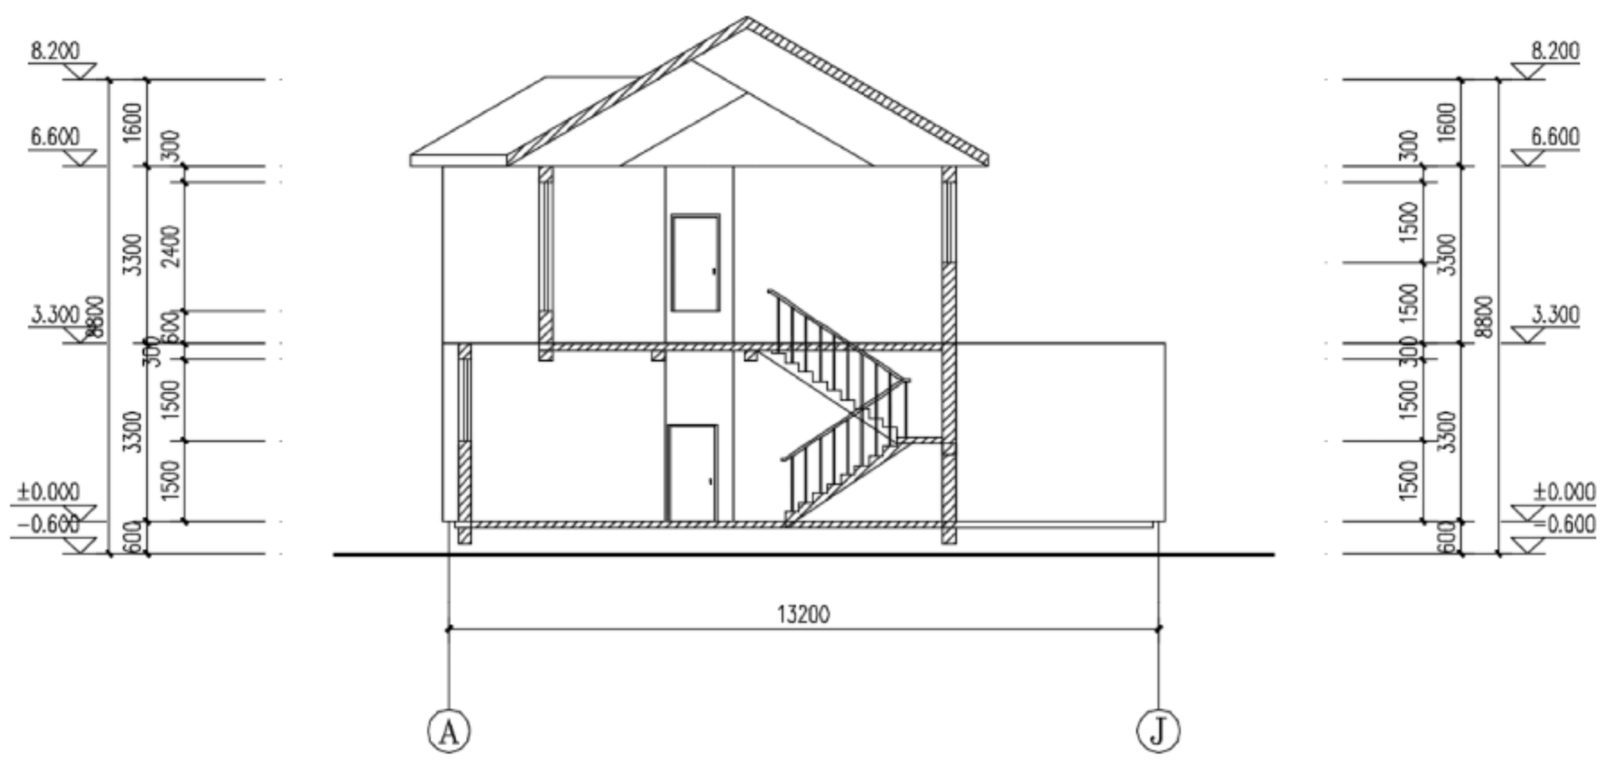

图 18-173　剖面填充混凝土图
(2) 选中填充图案变亮处为混凝土，单击“确定”按钮，此时即可在指定位置生成剖面填充，如图 18-173 所示，填充后的结果图如 18-173 所示。